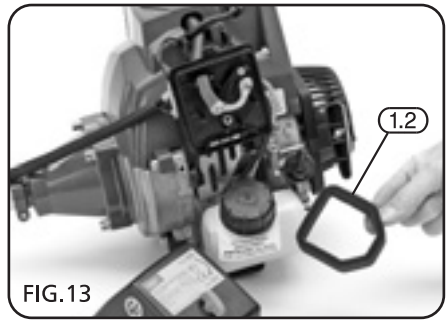

FIG.13
10.5 REPLACING THE AIR FILTER (FIG.13):